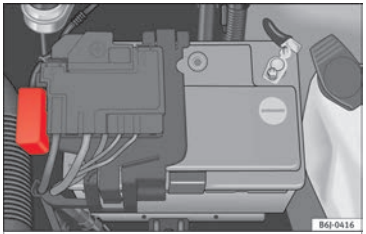

Fig. 40
- Press the locking tabs to release the fuse box cover ››› Fig. 40